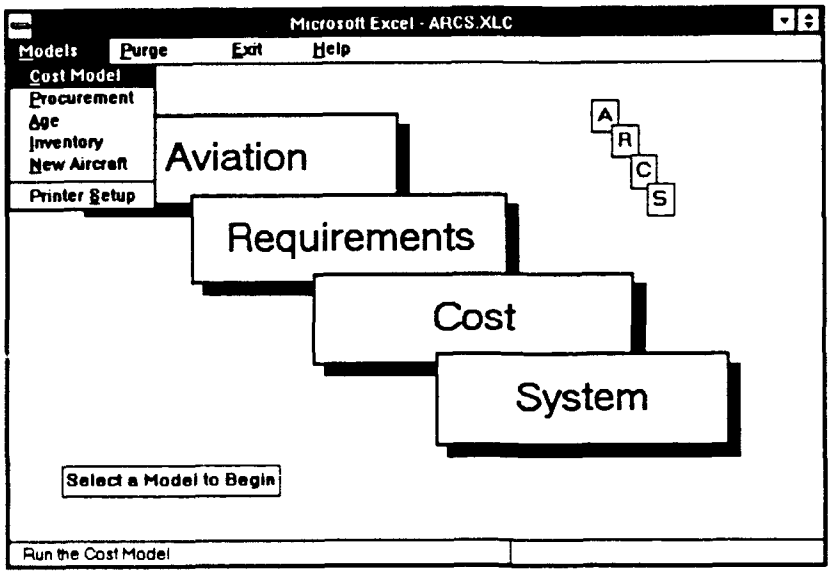

Figure 8. Models Menu Options
- **Models** provides both a list of the five models available in the ARCS and an opportunity to set up a printer for use with the models (Figure 8). The options are: